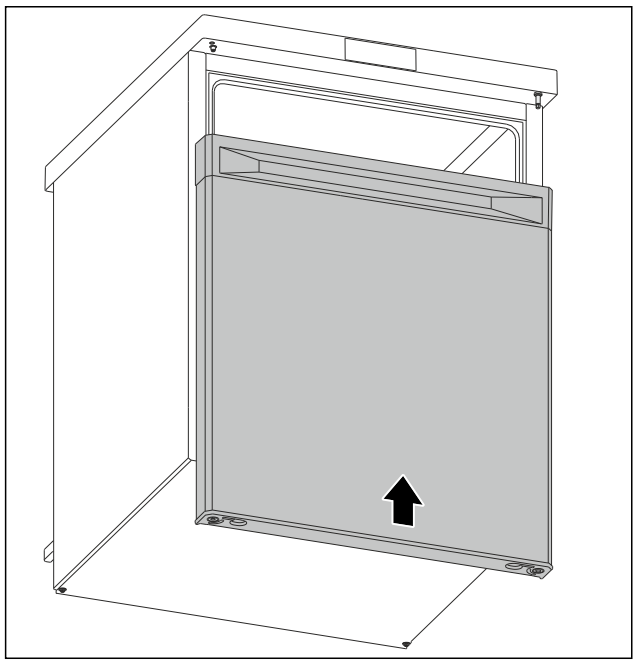

*Fig. 15*
▶ Împingeți ușa în stare închisă pe bolțul superior. (vezi Fig. 15)